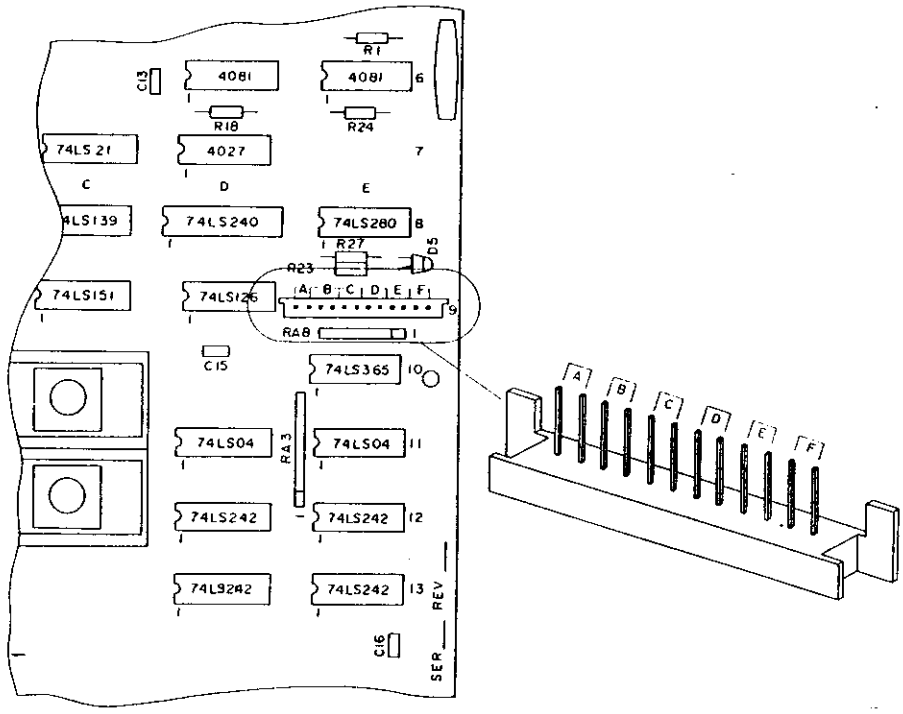

FIGURE 20 MPU Strapping Jack Pin Assignments
To determine the feature settings on the MPU printed circuit card, refer to the strapping jack requirements listed in TABLE 12. Refer to FIGURE 20 for strapping jack locations and pin assignments on the MPU printed-circuit card. A total of 100 strapping jacks are supplied with each KSU.
(1) Turn off the system power supply and remove the system MPU and MEM circuit card.
(2) Refer to ET-2460 Tech. Manual Section 3; Part II; Figure 20, Page 58 for location of the STJ strapping jack location on the MPU. Connect an STJ strapping jack on jack location D when equipping the SPD. Insert the MPU into the KSU.